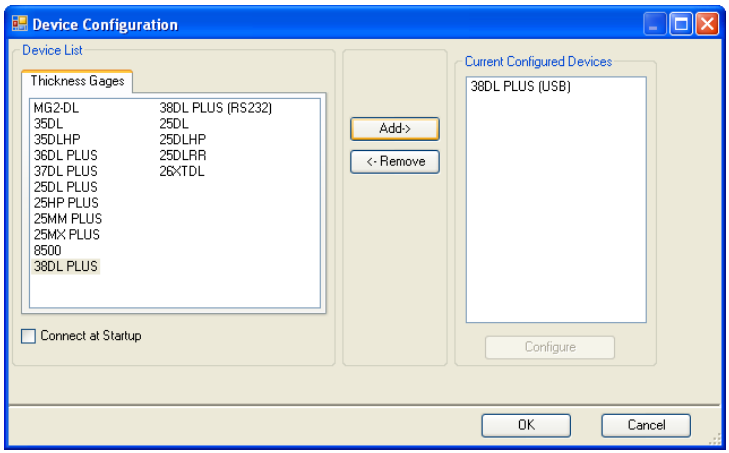

Rysunek 14-10 Okno dialogowe Device Configuration (Konfiguracja urządzenia)
b) W oknie dialogowym **Device Configuration** (Konfiguracja urządzenia) (patrz Rysunek 14-10 na stronie 300):
(1) Na liście **Device List** (Lista urządzeń) wybierz przyrząd 39DL PLUS, a następnie kliknij opcję **Add** (Dodaj). Na liście **Current Configured Devices** (Obecnie skonfigurowane urządzenia) pojawi się pozycja 39DL PLUS **(USB)**.
(2) Zaznacz pole wyboru **Connect at Startup** (Podłącz przy uruchomieniu), aby program GageView podczas uruchamiania automatycznie próbował połączyć się z przyrządem 39DL PLUS.
(3) Kliknij przycisk **OK**.